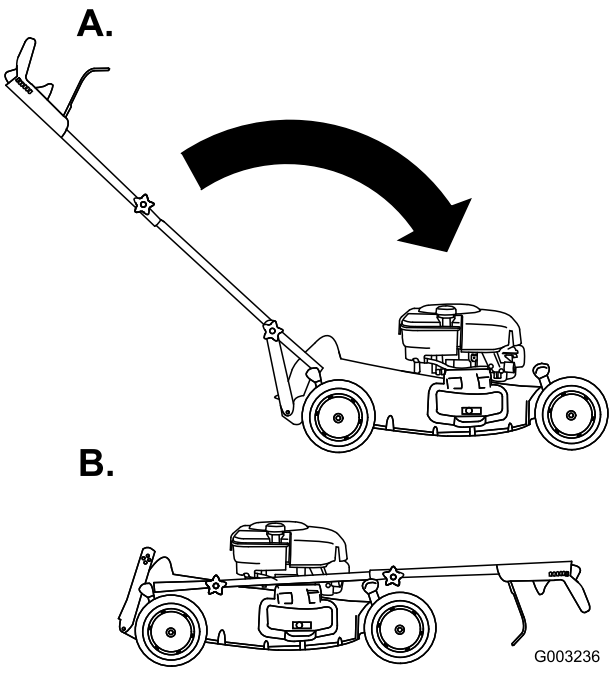

Figur 43
2. Drej håndtaget fremad (Figur 43).